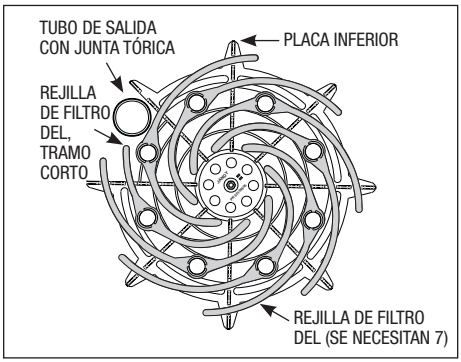

Figura 9. Disposición de las rejillas del filtro
6. Para volver a armar el conjunto de rejillas del filtro, coloque las rejillas en la posición correspondiente en la placa inferior (consulte la Figura 9). Use el espaciador superior de plástico para mantener las rejillas en su lugar.